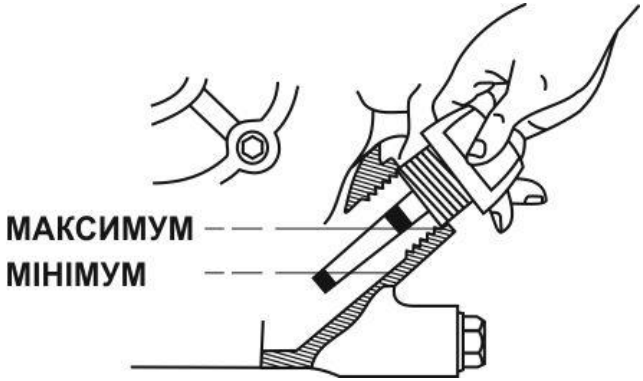

Рисунок 30. – Пробка-щуп мастила картера двигуна
3. Відкрутіть пробку-щуп горловини для заливки мастила, за допомогою лійки залийте необхідну кількість мастила і проконтролюйте її рівень за допомогою мірного щупа (див. рис. 30.) Для цього витріть насухо щуп, вставте пробку-щуп в заливну горловину, не закручуючи її по різьбі, дістаньте пробку-щуп і переконайтеся, що рівень мастила знаходиться між відмітками «мінімум» і «максимум» на щупі.